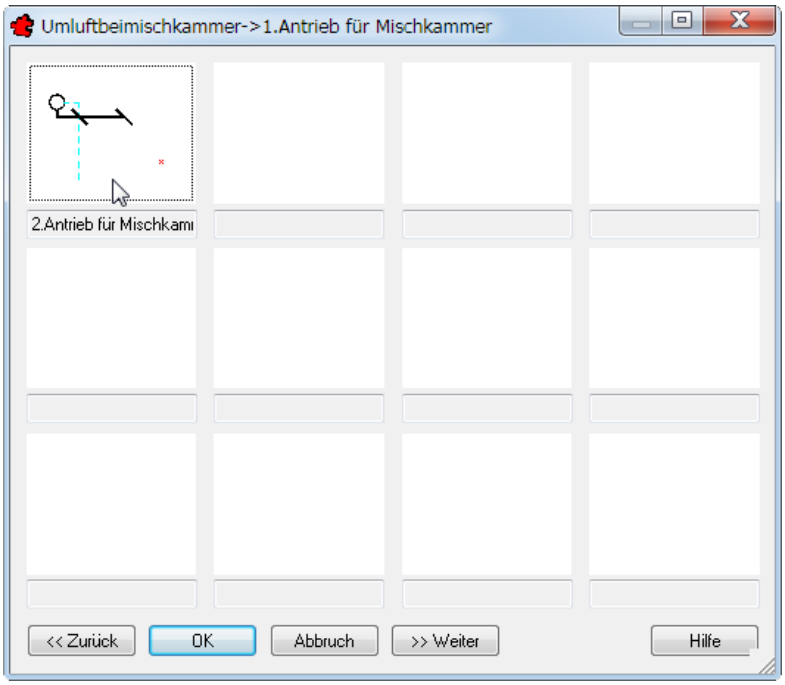

Bild 28.8 – Wahl des zweiten Antriebs für die Mischkammer
- Hierauf erscheint die Anfrage für den zweiten Antrieb. Wählen Sie hier die einzige Option, *2. Antrieb für Mischkammer* (Abb. 28.8).